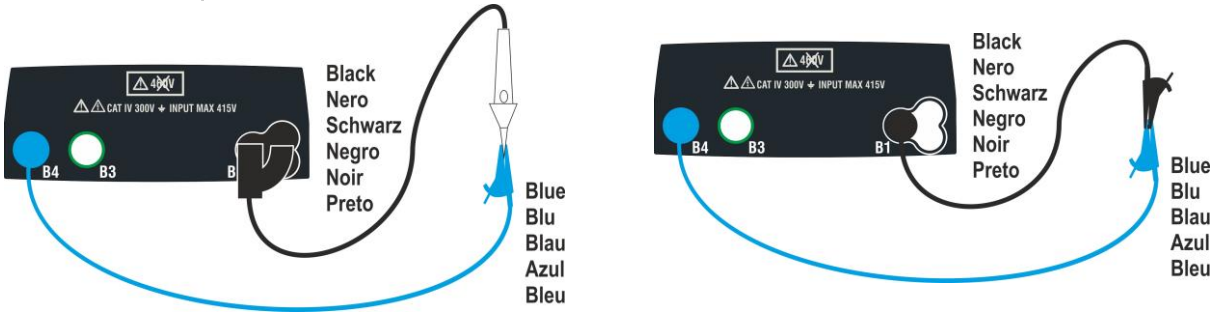

Fig. 12: Compensación de los cables y resistencia de la punta remota
2. Conecte los cocodrilos y/o puntas de prueba y/o punta remota al conductor en pruebas como se indica en la Fig. 12.